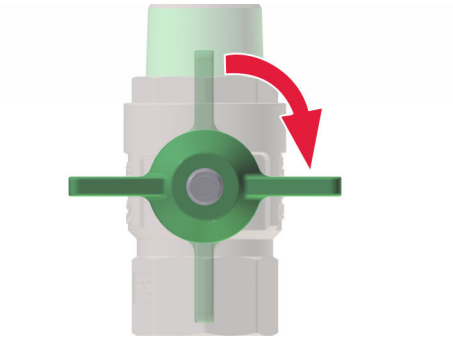

Fig. 33: Chiusura della valvola di arresto principale
1. Chiudere tutte le valvole di arresto principali (Fig. 33) del modulo per acqua calda sanitaria.